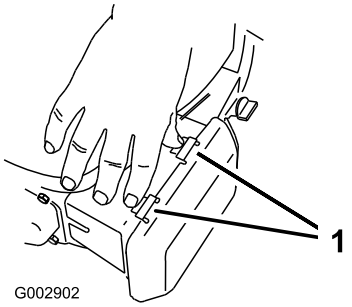

Bild 24
1. Drücken Sie die Verriegelungslaschen oben an der Liftfilterabdeckung nach unten (Bild 24).